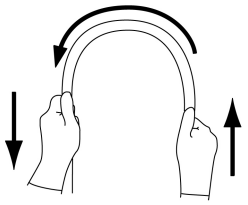

**図 2**
4.挿入部を両手で持ち、全長にわたって図 2 に示すように順次半円の頂点をずらすように曲げたときに、適切な軟らかさを有しており、軟らかさが不連続になっているなどの異常がないこと。